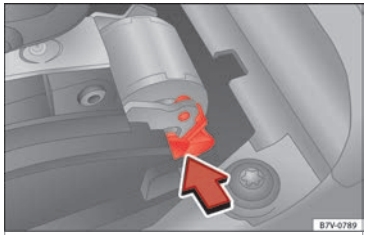

Fig. 50 Manual release of gear selector lever
- Press the release lever ››› Fig. 50 in the direction of the arrow and hold it in this position.